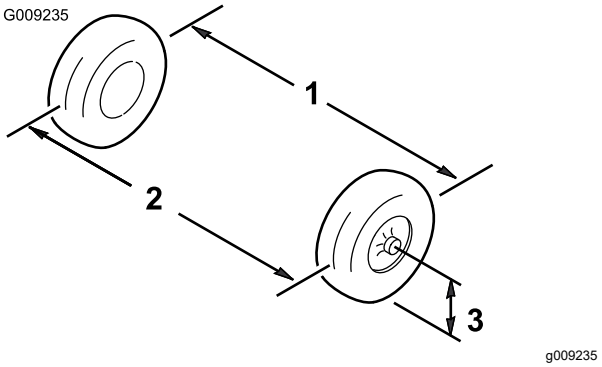

**Figuur 56**
1. Meet ter hoogte van de as de afstand tussen de voorwielen aan de voorkant en de achterkant van de wielen (Figuur 56).